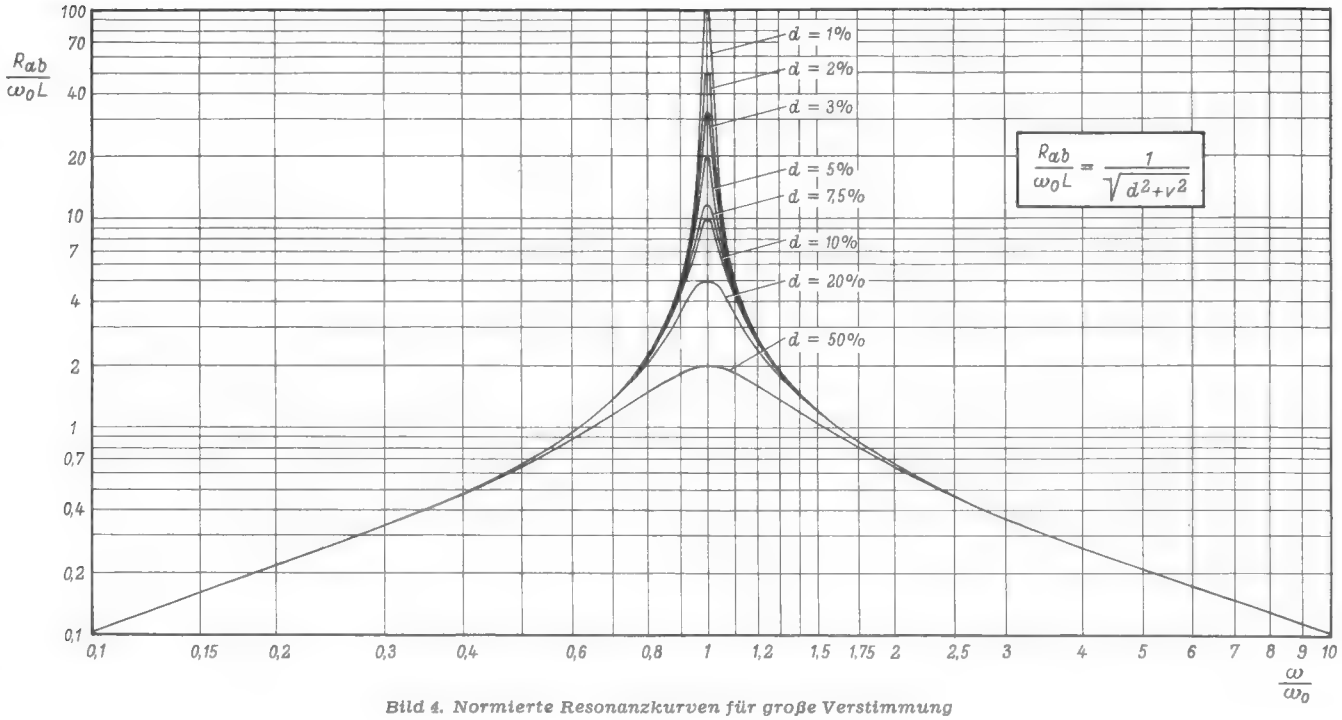

Bild 4. Normierte Resonanzkurven für große Verstimmung
gemäß *Bild 4*.
Bild 4. Meßanordnung zur Bestimmung der VHF-Leistungsverstärkung des Transistors GF 132. L 2: 3,5 Windungen 6 mm ⌀ aus versilbertem Cu-Draht, 0,8 mm ⌀; R 1 ist so zu bemessen, daß sich ein Gesamtausgangswiderstand $R_a = 3\ k\Omega$ ergibt
Betrachtet man die Resonanzkurve weit ab von der Resonanzfrequenz, dann wird in den Gleichungen (13) und (14) der Wert v^2 wesentlich größer als d^2 (*Bild 4*).